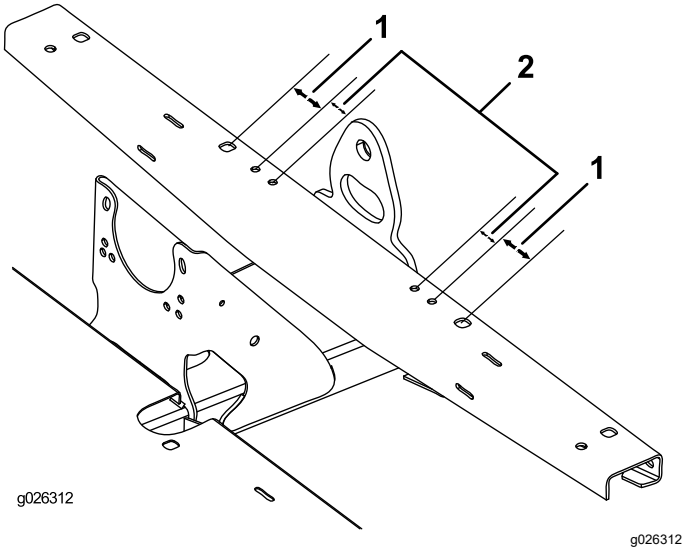

図 8
3. 図 8 に示す寸法に従って、フレームチャネル上部に直径 9mm の穴を 4 つ開ける。